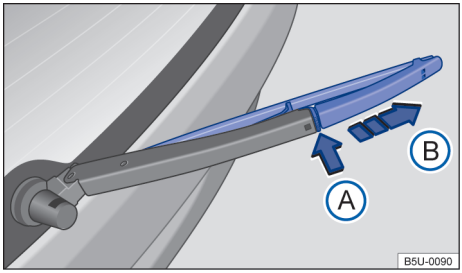

Fig. 160 Substituir a palheta do limpador do vidro traseiro.
– Manter o botão de destravamento → Fig. 160 Ⓐ pressionado.